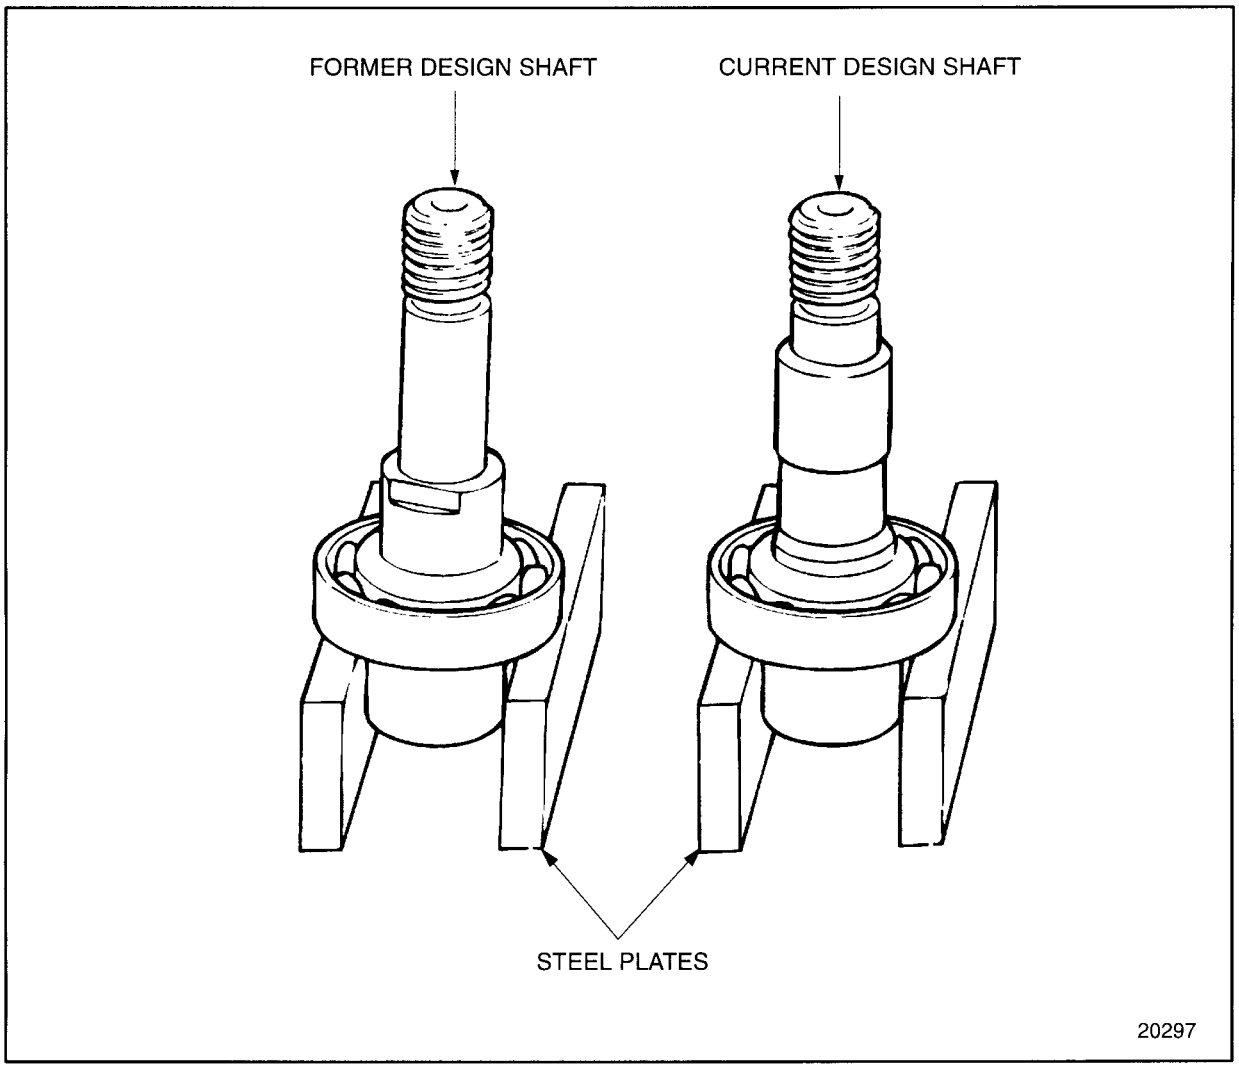

Figure 1-467 Position of the Steel Press Plates
17. Position two steel press plates under the ball bearing outer race. See Figure 1-467.